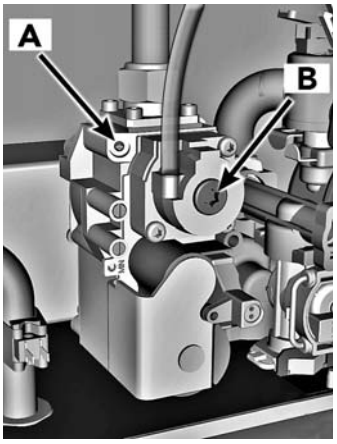

fig. 35 - Gas valve
3. Now adjust the **Throttle setting** (fig. 35 - screw **A**) until the CO_2 is at the correct **SETTING LEVEL** (see table 4), confirm that the CO/CO_2 ratio is within limits.
2. Now adjust the **offset pressure setting** (fig. 35 - cup **B**) until the CO_2 is at the correct **SETTING LEVEL** (see table 5), confirm that the CO/CO_2 ratio is within limits.